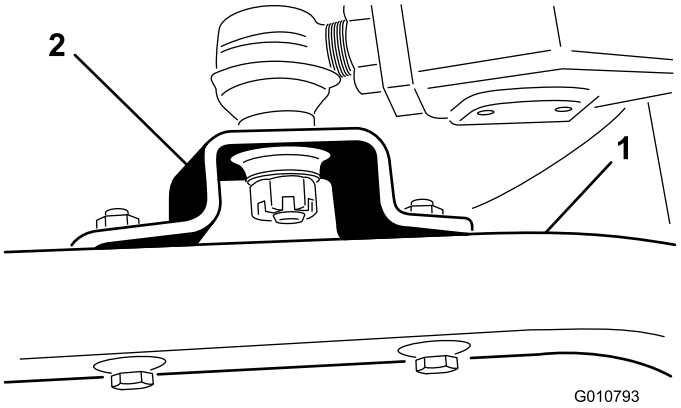

**Figuur 19**
4. Verwijder de tapbouten en borgmoeren waarmee de beugels van de kogelverbindingen aan de zwenkwielarmen op het maaidek zijn bevestigd (Figuur 19).
4. Zet de hefhendel in de stand Float. Duw de hefarmen omlaag totdat de openingen in de beugels van de kogelverbindingen zijn uitgelijnd met de openingen in de zwenkwielarmen (Figuur 19).